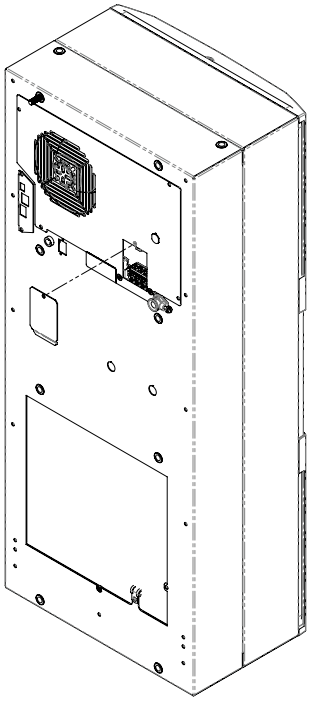

Figure 9
1. Lösen Sie die Schraube an der Zugangsklappe des Verdampfers und entfernen Sie die Zugangsklappe (siehe Abbildung 9).